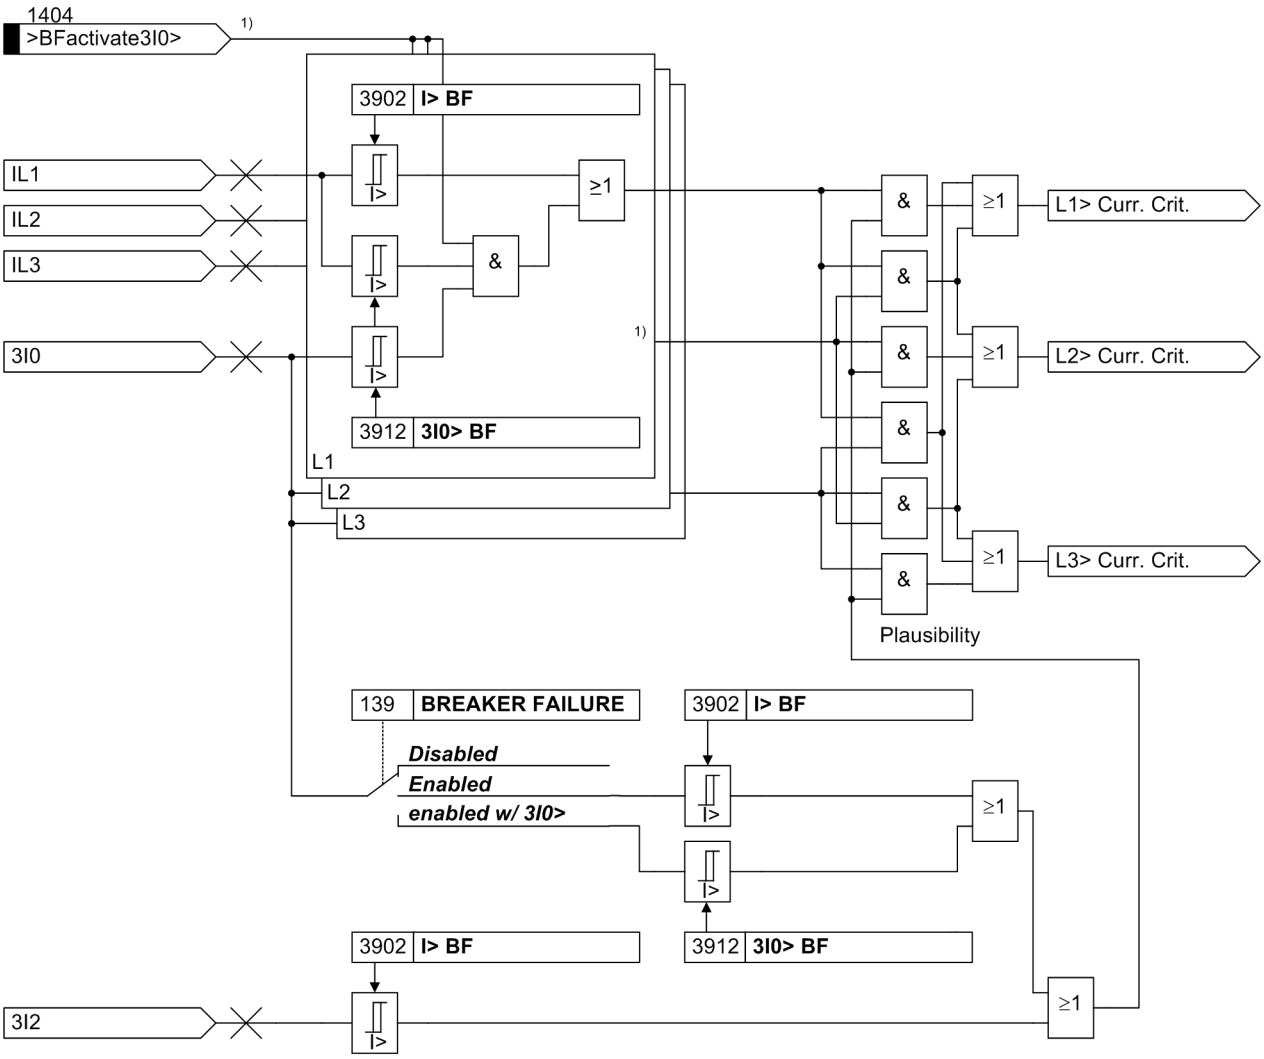
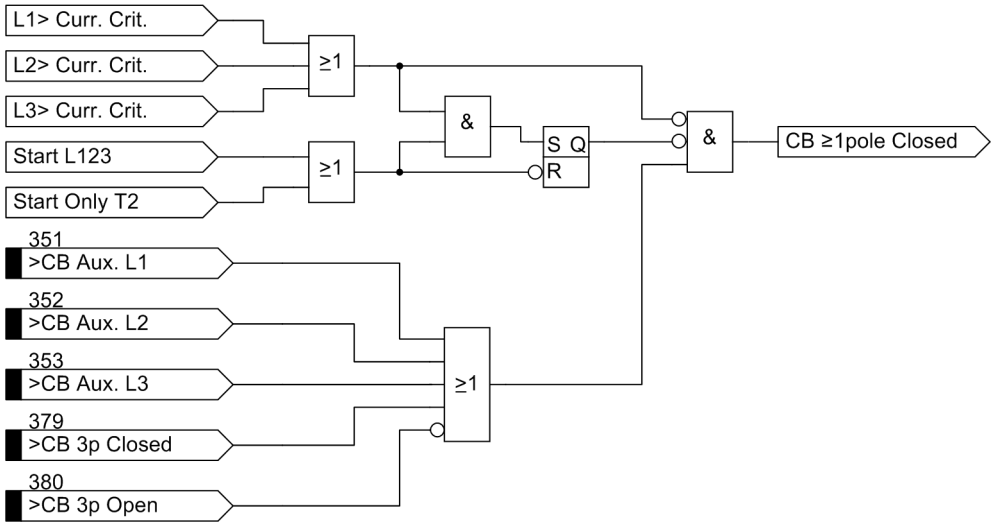
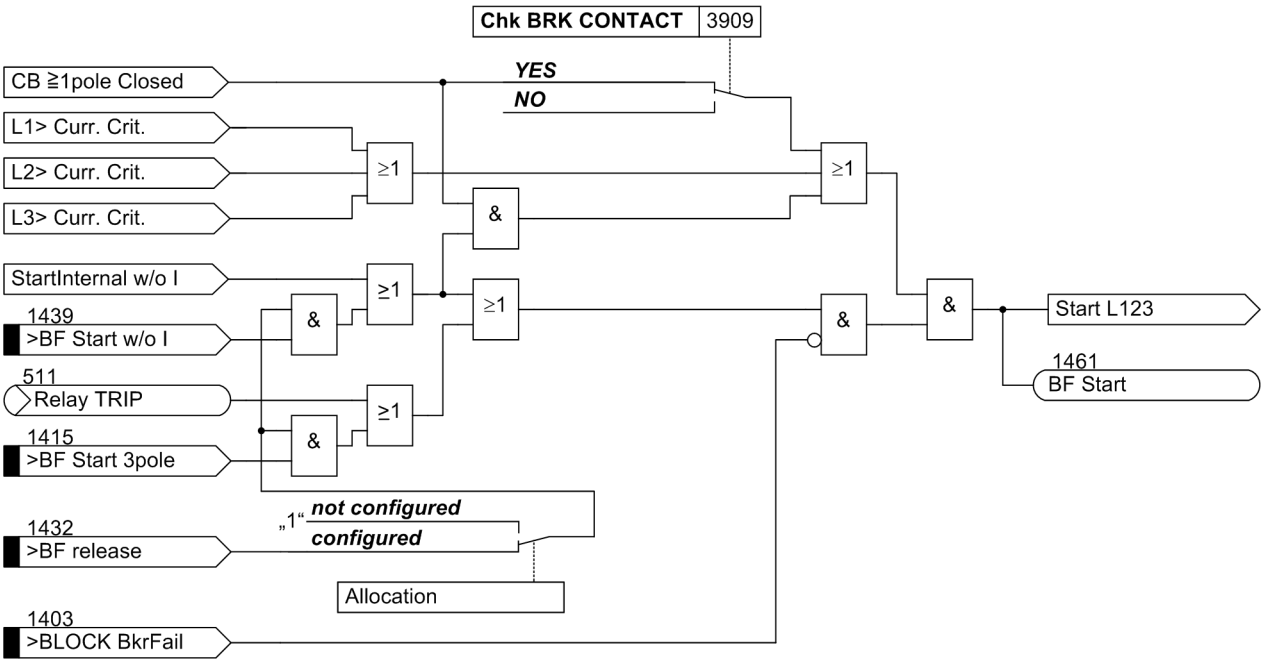
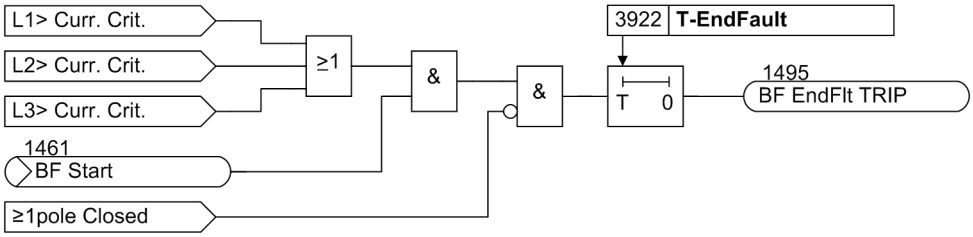

Figure 2-136 Current flow monitoring with plausibility currents $3{\cdot}I_0$ and $3{\cdot}I_2$
Figure 2-138 Creation of signal "CB ≥ any pole closed"
Figure 2-139 Breaker failure protection with common phase initiation
Figure 2-148 Functional scheme of the end fault protection
The currents are monitored and compared with the set limit value. Besides the three phase currents, two further current thresholds are provided in order to allow a plausibility check. If configured correspondingly, a separate threshold value can be used for this plausibility check (see Figure 2-136).
In case of high-resistance earth faults it may occur that the earth current exceeds the sensitively parameterized threshold value **3I0> BF** (address 3912), the phase current involved in the short-circuit, however, does not exceed the threshold value **I> BF** (address 3902).The plausibility monitoring would prevent the breaker failure protection from being initiated. In this case the pickup threshold of the phase current monitoring**I> BF** can be switched over to the threshold value **3I0> BF**. For this purpose, use the binary input 1404 „>BFactivate3I0>“. This binary input is linked to an external signal which indicates a high resistance fault, e.g. earth fault detection, or detection of displacement voltage. With this method, the more sensitively parameterized earth current threshold is also used for the phase current monitoring (Figure 2-136).
It is possible to disable the auxiliary contact criterion. If you set the parameter switch **Chk BRK CONTACT** (Figure 2-139 top) to ***NO***, the circuit breaker failure protection can only be started when current flow is detected. The position of the auxiliary contacts is then not evaluated even if the auxiliary contacts are connected to the device.
On the other hand, current flow is not a reliable criterion for proper operation of the circuit breaker for faults which do not cause detectable current flow (e.g. Buchholz protection). Information regarding the position of the circuit breaker auxiliary contacts is required in these cases to check the correct response of the circuit breaker. For this purpose, the binary input „>BF Start w/o I“ No. 1439 is provided (Figure 2-139 left). This input initiates the circuit breaker failure protection even if no current flow is detected.
Figure 2-139 shows the operating principle. When the trip signal appears from any internal or external feeder protection and at least one current flow criterion according to Figure 2-136 is present, the circuit breaker failure protection is initiated and the corresponding delay time(s) is (are) started.
If the current criterion is not fulfilled for any of the phases, the position of the circuit breaker auxiliary contact can be queried as shown in Figure 2-138. If the circuit breaker poles have individual auxiliary contacts, the series connection of the three normally closed (NC) auxiliary contacts is used. After a 3-pole trip command the circuit breaker has only operated correctly if no current is flowing via any phase or alternatively all three auxiliary contacts indicate the CB is open.
Figure 2-138 illustrates how the internal signal „CB pole ≥L1 closed“ is created (see Figure 2-139 left) if at least one circuit breaker pole is closed.
The end fault is recognized when the current continues flowing although the circuit breaker auxiliary contacts indicate that the circuit breaker is open. An additional criterion is the presence of any circuit breaker failure protection initiate signal. Figure 2-148 illustrates the functional principle. If the circuit breaker failure protection is initiated and current flow is detected (current criteria „L*> current criterion“ according to Figure 2-136), but no circuit breaker pole is closed (auxiliary contact criterion „ any pole closed“), then the timer **T-EndFault** is started. At the end of this time an intertrip signal is transmitted to the opposite end(s) of the protected object.
Additionally, the current criteria (from Figure 2-136) are processed. Pole discrepancy can only be detected when current is not flowing through all three poles, i.e. through only one or two poles. When current is flowing through all three poles, all three poles must be closed even if the circuit breaker auxiliary contacts indicate a different status.